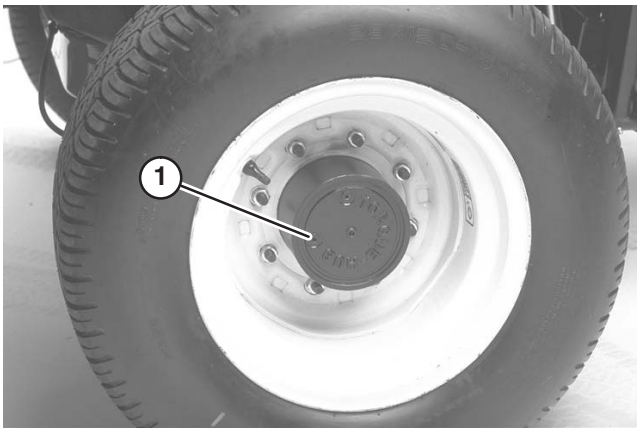

Bild 64
1. Stellen Sie die Maschine auf einer ebenen Fläche ab, stellen Sie das Rad so, dass sich die Prüf-/Ablassschraube sich an der tiefsten Stelle befindet (Bild 64).